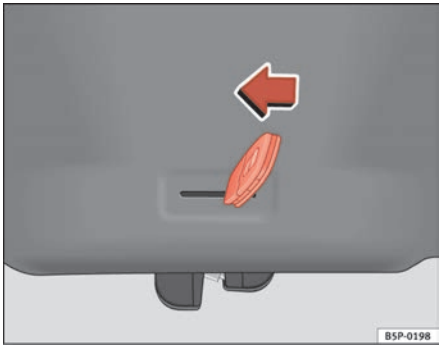

Fig. 68 Boot lid: emergency open
– Insert the key bit in the groove and unlock the locking system, turning the key from right to left, as shown by the arrow ⇒ fig. 68. ■